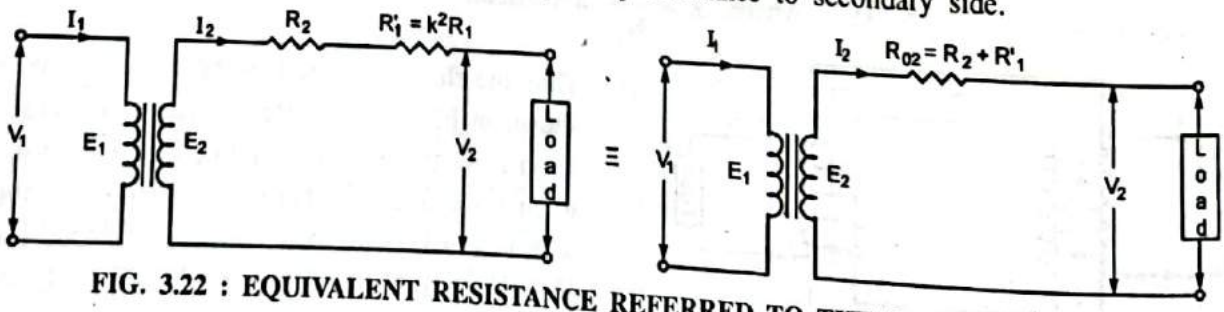

FIG. 3.22 : EQUIVALENT RESISTANCE REFERRED TO THE SECONDARY SIDE
- Let the primary resistance $R_1$ be transferred to the secondary and the transferred resistance is indicated by $R_1'$. This transferred resistance $R_1'$ is called equivalent resistance of primary as referred to the secondary as shown in Fig. 3.22.
- Fig. 3.22 shows the diagram referring the primary resistance to secondary side.